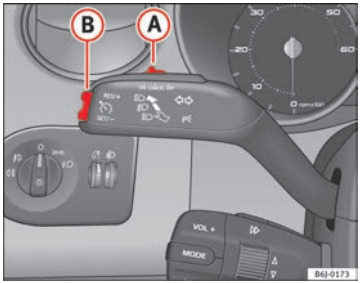

Fig. 125 Turn signal and main beam headlight lever: switch and rocker switch for the cruise control
– Move the control ⇒ Fig. 125 (A) to the left to **ON**.